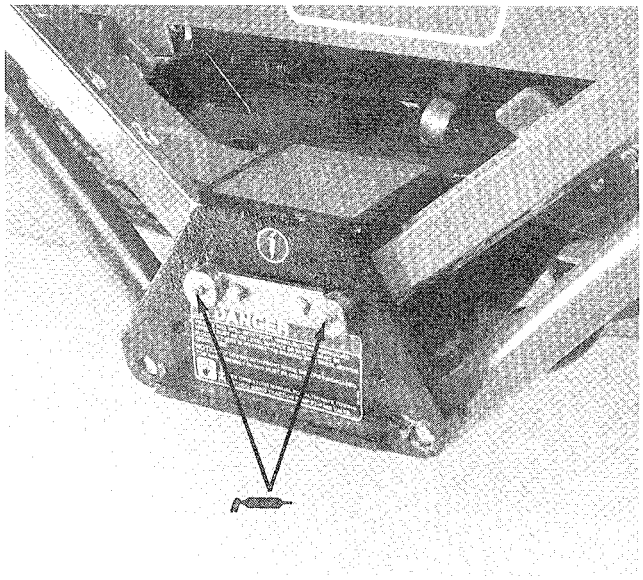
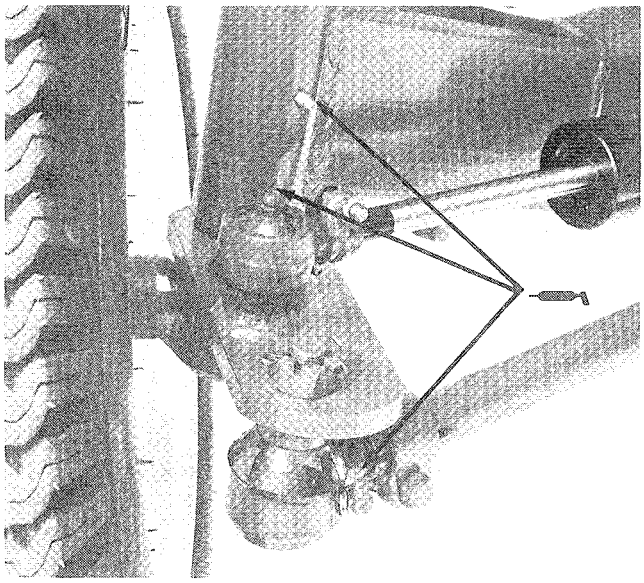
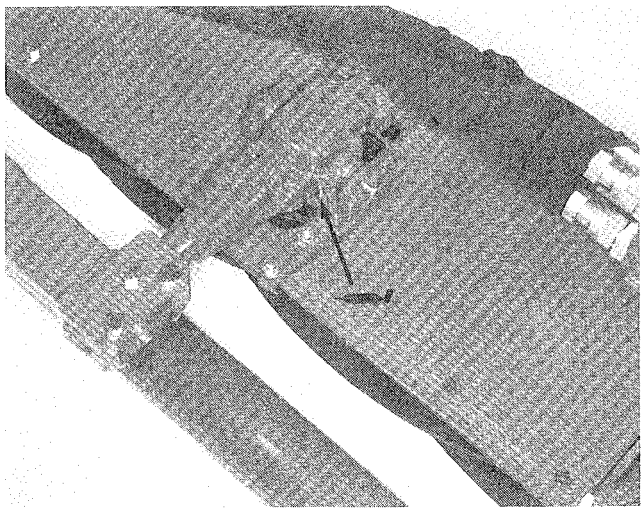
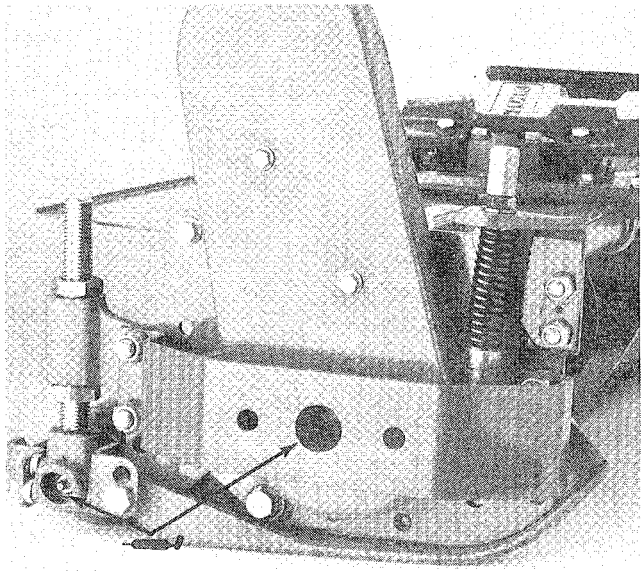

Figure 24
Figure 25
Figure 26
Figure 27
Relate HOC and ground speed to required reel speed setting on a 1 thru 5 scale on reel speed knob. Note: 1 = 800 RPM; 2 = 900 RPM; 3 = 1000 RPM; 4 = 1100 RPM and 5 = 1200 RPM (Fig. 26).
The machine has grease fittings that must be lubricated daily with No. 2 General Purpose Lithium Base Grease. The lubrication points are: lift arms (5) (Fig. 24), rear axle (6) (Fig. 25), floating or fixed head kit pivots (Fig. 26) and cutting unit reel and roller bearings (Fig. 27). Also, grease fitting on reel control valve (not shown), located under right hand console.
NOTE: Remove the plastic caps over the fittings on the floating or fixed head kit pivots and replace after greasing (Fig. 26).